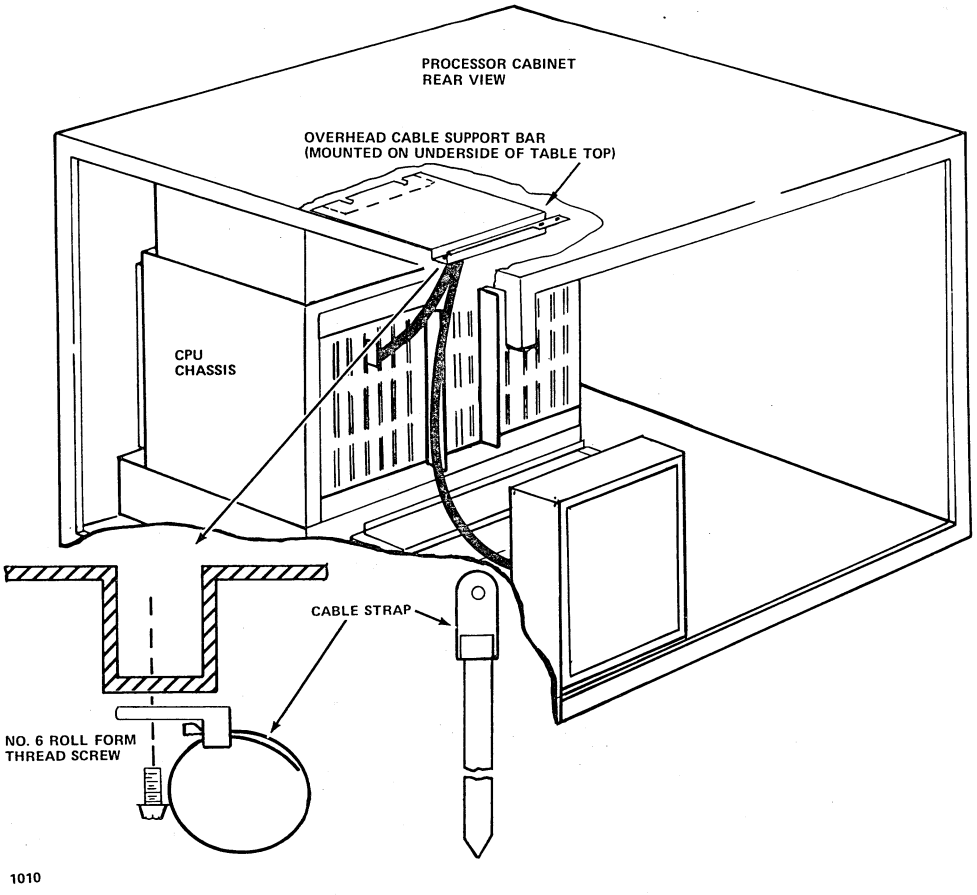

Figure 24-5. Cabinet Overhead Cable Routing
3. Route the cable from the I/O connector panel to the processor backplane, as illustrated in figure 24-5.
5. Attach the cables to the processor cabinet overhead cable support bar using the cable strap and roll form thread screw, as shown in figure 24-5.
5. Attach the cable to the processor cabinet overhead cable support bar using the cable strap and roll form thread screw, as shown in figure 24-5.
5. Route the cable from the I/O connector panel to the processor backplane, as shown in figure 24-5.
7. Install the overhead cable support bar if not previously installed as shown in figure 24-5.
8. Attach the cables to the processor cabinet overhead cable support bar using the cable strap and roll form thread screw, as shown in figure 24-5.
5. Use the two machine nuts provided to secure the cable support bar onto the underside of the cabinet top on the wire wrap side of the processor backplane. See figures 24-5 and 24-6.